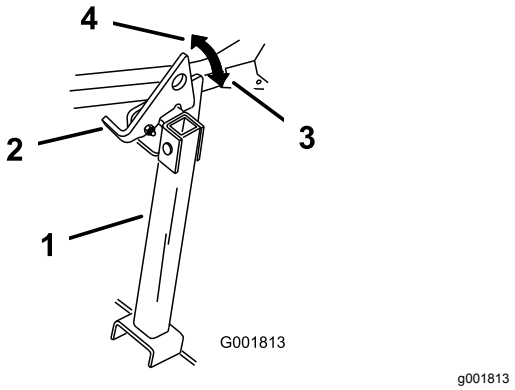

**Figur 44**
2. Lyft upp spärrhaken i fritt läge (Figur 44).